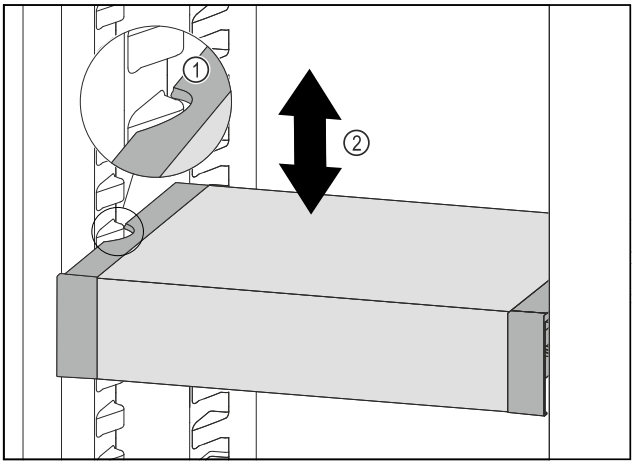

Fig. 173
▶ 向前移动 VarioSafe，直到 VarioSafe 两侧的凹槽与冷藏区中的容器肋梁持平。 *Fig. 173 (1)*
▶ 在冷藏区中向上或向下移动 VarioSafe，直至所需高度。 *Fig. 173 (2)*